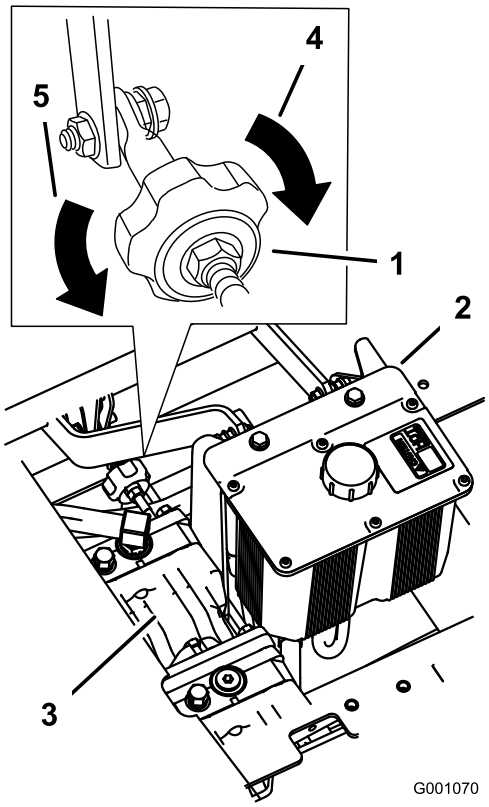

Figuur 78
2. U stelt de lengte van de pompstang af door de knop in de juiste richting te draaien totdat het wiel stilstaat of iets achteruit kruipt (Figuur 78).